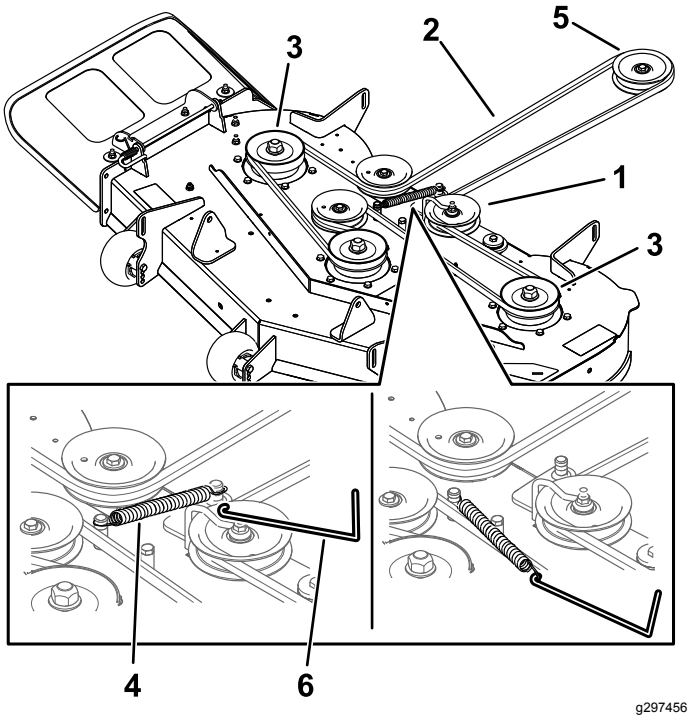

Figure 50
5. À l'aide d'un outil de dépose de ressort (réf. Toro 92-5771), décrochez le ressort du crochet situé sur le tablier pour détendre la poulie de tension et déchaussez la courroie des poulies (Figure 50).
6. Acheminez la courroie neuve autour de la poulie du moteur et des poulies du tablier de coupe (Figure 50).
7. À l'aide d'un outil de dépose de ressort (réf. Toro 92-5771), accrochez le ressort au crochet situé sur le tablier, afin d'exercer une tension sur la poulie de tension et la courroie du tablier de coupe (Figure 50).